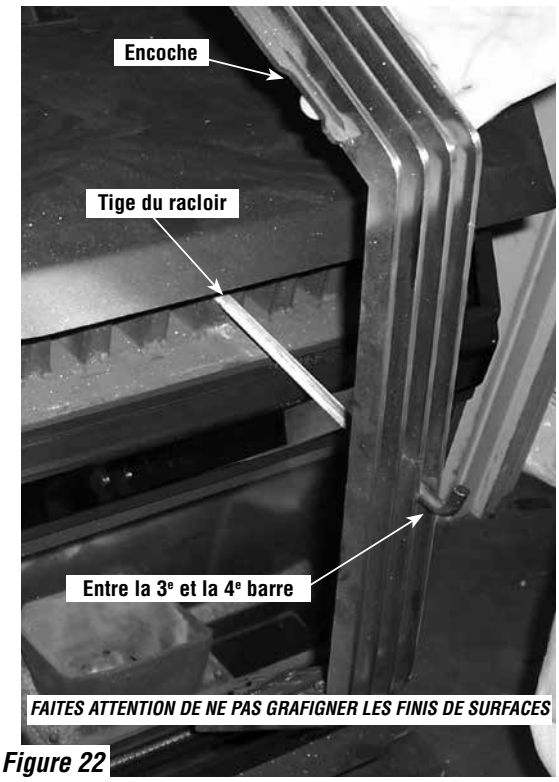

Figure 22
2. Tirer sur la tige du racloir, faire pivoter la grille en position verticale (encoche à gauche), puis la faire glisser sur la tige du racloir (passer la tige entre la troisième et la quatrième barre). Voir ***figure 22***.